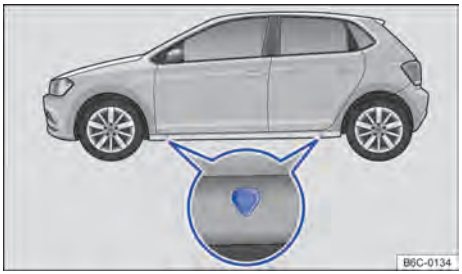

Fig. 201 Puntos de apoyo del gato.
El gato únicamente puede ser posicionado en los puntos de apoyo indicados (marca en la carrocería) → fig. 201. Es válido el punto de apoyo ubicado próximo a la rueda correspondiente → ⚠. ▶
7. Buscar debajo del vehículo el punto de apoyo del gato → fig. 201 más cercano a la rueda que se debe cambiar.